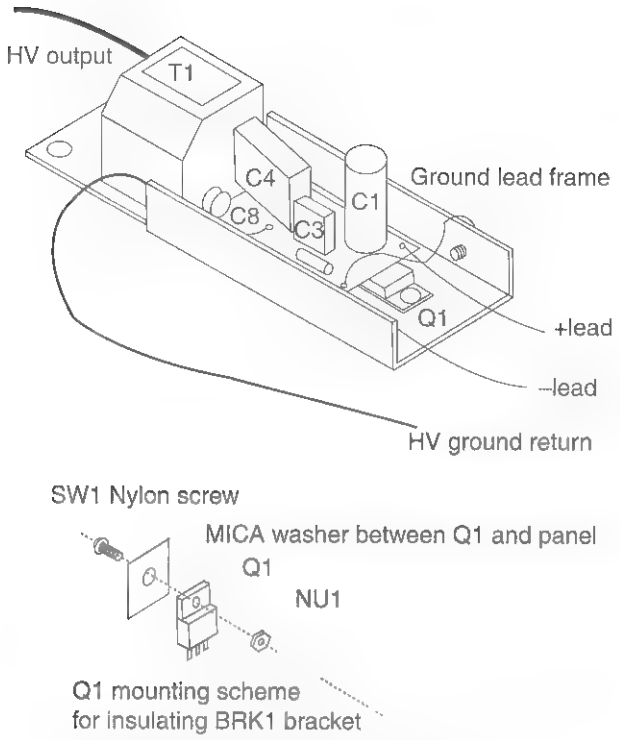

Figure 10-4 *Isometric of assembly*
6. Cut the metal bracket (BRK1) from a piece of .062 sheet aluminum and make the final assembly, as shown in Figure 10-4. Note that the metal tab of Q1 must be insulated from the bracket as shown on the mounting scheme. This piece is also the heatsink for Q1.
BRKT1	Create as shown in Figure 10-4